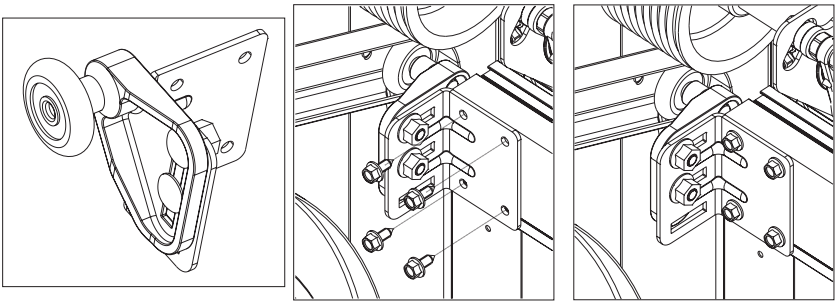

*Рис.31*
На рис. 31 показана установка верхнего кронштейна на воротах с электроприводом.
- на воротах с электроприводом ходовой ролик должен находиться у верхней стороны переднего направляющего профиля (рис. 31);